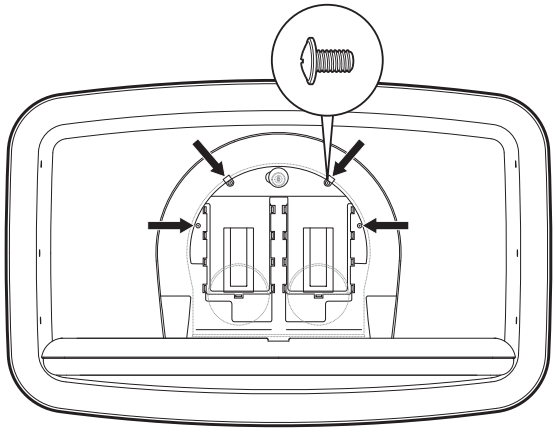

Fig. 3
- Use la tornillería suministrada para fijar el dispensador de protectores al bastidor metálico. **Fig. 3**